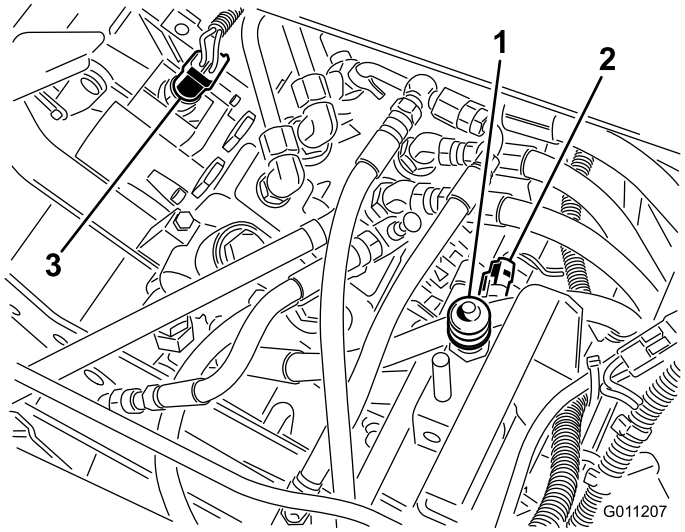

Figur 46
2. Ta bort skon från sätesbrytarens knappände (Figur 46) och spara den så att den kan monteras på ersättningsbrytaren. Koppla bort brytarkontakterna.
2. Koppla bort brytarkontakterna från drivningsbrytaren som är monterad i ventilbänkshuven på väljarventilssektionen (Figur 46).
2. Koppla bort brytarkontakterna från den ände av klipp-/lyftbrytaren som är monterad i ventilbänkhuven (Figur 46).